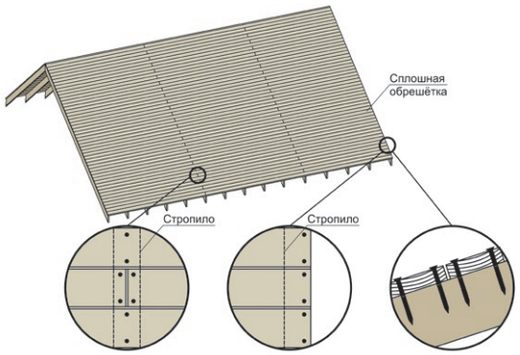

Рис. 7. Укладка сплошного основания из шпунтованной или обрезной доски.
3.2.3 Внимание! Фрагменты годовых колец должны быть ориентированы выпуклостями вниз (рис. 7).
3.2.6 Крепёж досок – тип 2 (таблица №1). Доска должна фиксироваться в каждое стропило в 2 местах фиксации (рис. 7).
3.2.7 Вертикальный стык досок должен обязательно приходиться на стропило и иметь разбежку через каждый ряд (рис. 7).